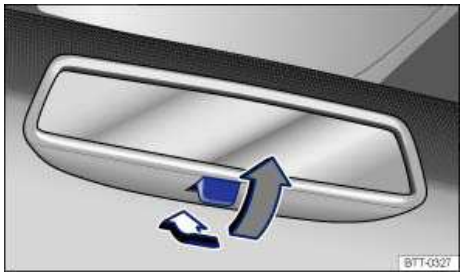

Fig. 93 Manually adjustable inside mirror.
- To adjust to non-glare visibility, move the lever so that it points backward ⇒ fig. 93.